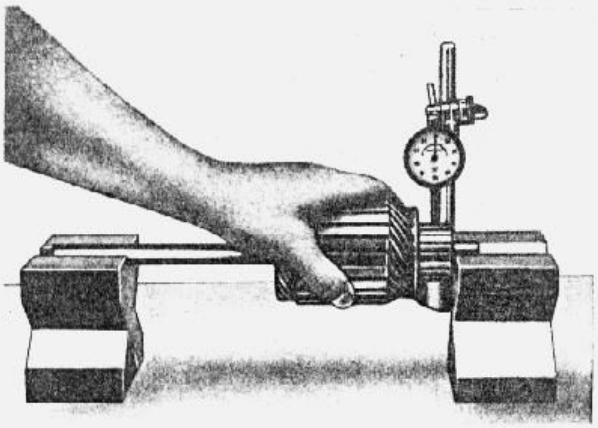

fig. 10 — medindo a excentricidade do coletor
3. Verificar o coletor quanto a excentricidade, conforme mostra a fig. 10 e inspecionar a árvore do induzido e as duas buchas quanto a riscos ou desgaste excessivo.